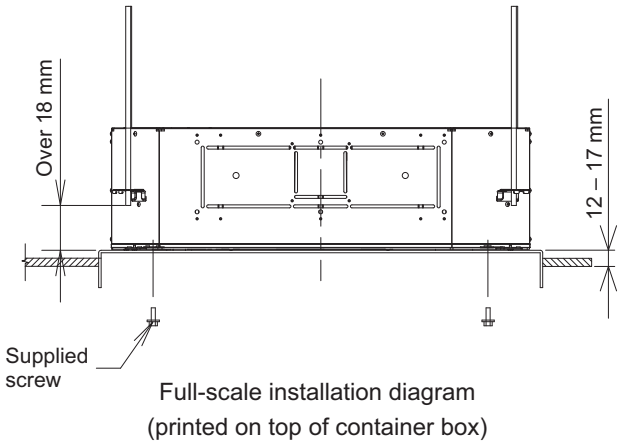

Fig. 2-44
(1) When placing the unit inside the ceiling, determine the pitch of the suspension bolts using the supplied full-scale installation diagram. (Fig. 2-44)
(2) The length of suspension bolts must be appropriate for a distance between the bottom of the bolt and the bottom of the unit of more than 18 mm as shown in Fig. 2-44.